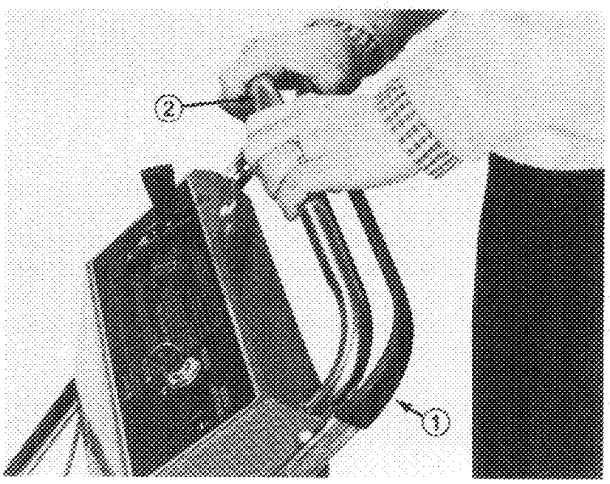

Figure 35
6. Check traction adjustment by slowly squeezing traction control lever toward upper handle. Traction control lever should be approximately 1/2 inch (13 mm) from upper handle when traction drive belt becomes tight (Fig. 35). If loss of traction still occurs after adjustment, repeat steps 4-6.